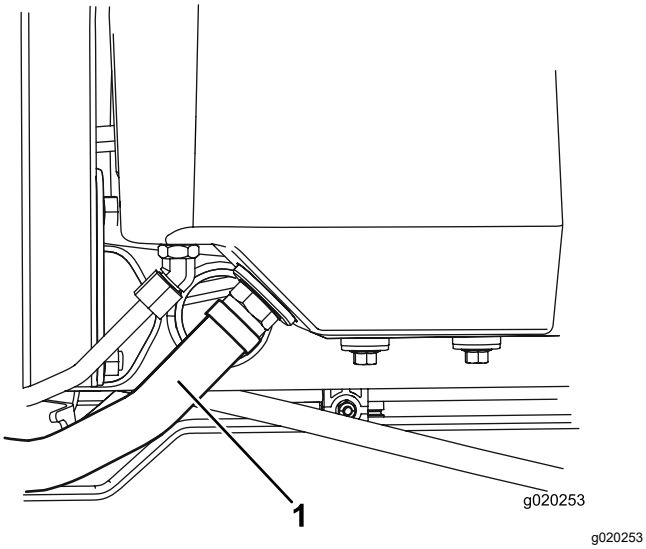

Figuur 81
2. Maak de grote hydraulische slang (Figuur 81) los van het reservoir en laat de hydraulische vloeistof in een opvangbak lopen.